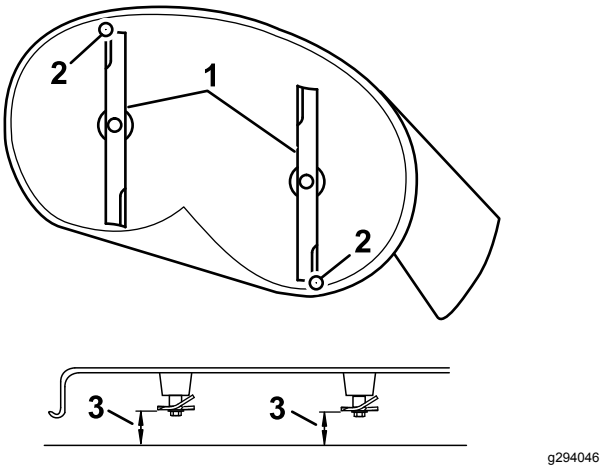

Figur 64
4. Roter knivene forsiktig slik at de står på langs (Figur 64).
5. Mål fra tuppen på den fremre kniven til den flate overflaten, og tuppen på den bakre kniven til den flate overflaten (Figur 64).